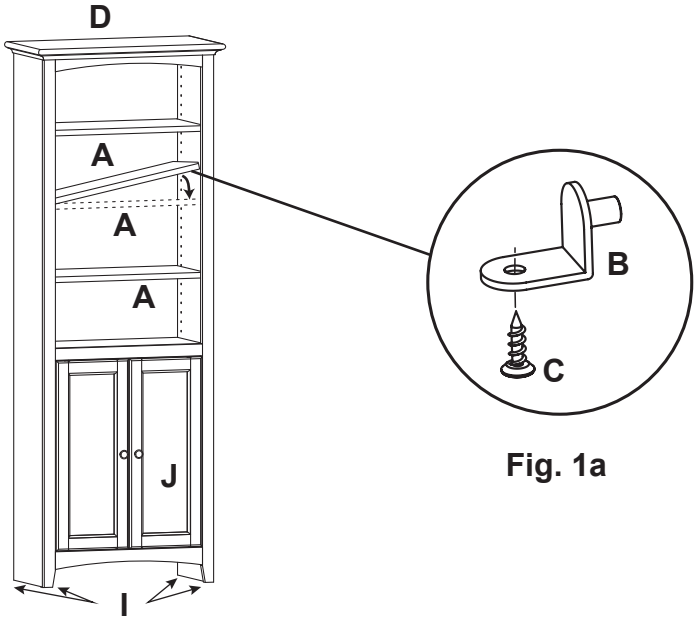

Fig. 1a
1. Determine where you want to place the Adjustable Shelves (A). Insert the Shelf Brackets (B) into the four holes with the flat side down and install the shelf. You may secure the brackets to the shelf by inserting a #6 x 1/2" Undercut Screw (C). Repeat for each shelf. See Figure 1a.